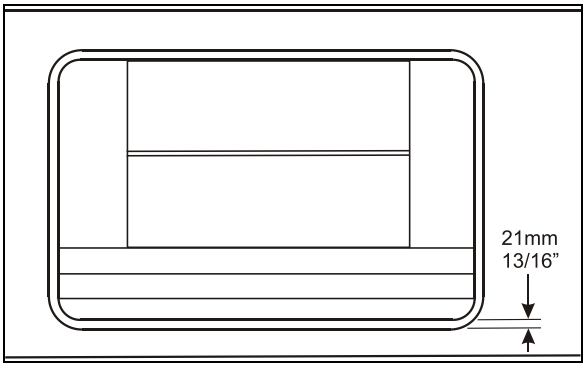

FIGURE 5: SLIDE-OUT LEVEL ADJUSTMENT
The desired height level is 13/16" (21mm) from the bottom (Figure 5)
When proper level is reached (Figure 5) retaining screws A & B maintain the support seated on the leveling screws.
The desired gap on each side is 13/16” (21mm) (Figure 5)
1. With the lower edge of the slide-out outer panel flush with the vehicle body, adjust the slide-out level. (Figure 5) The distance between the top of the horizontal member under the slide-out and the slide-out under panel must be 21mm (13/16” approximately).